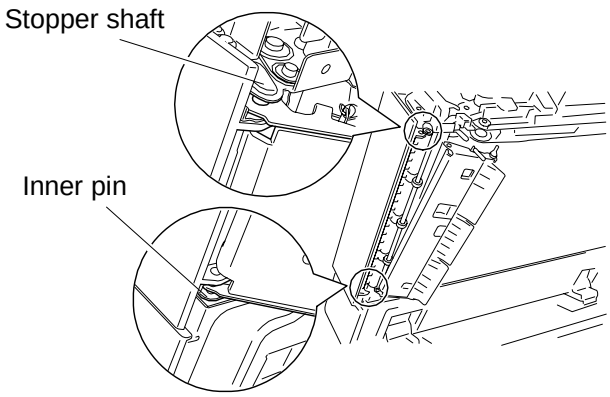

Fig. 14
14) Fit the flapper assembly and the upper cover in that order onto the inner pin, and then fit the stopper shaft. (Fig. 14)